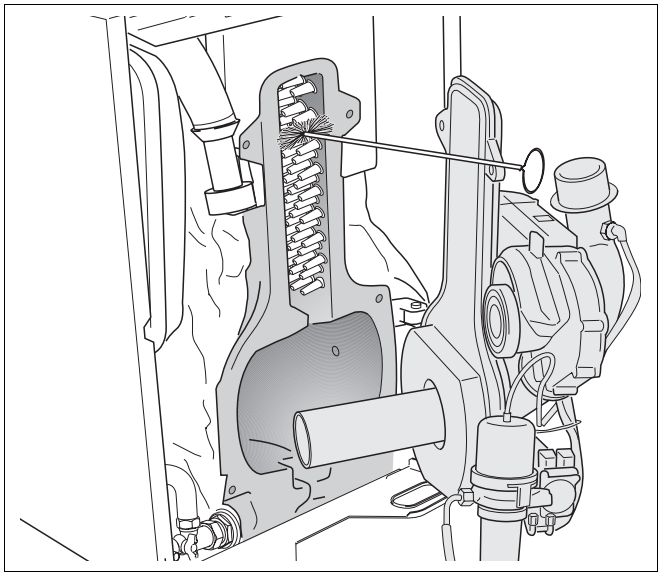

Rys. 70 Czyszczenie powierzchni grzewczych w komorze spalania
- Kanały przepływu spalin czyścić poprzez poziome ruchy szczotką (rys. 70).